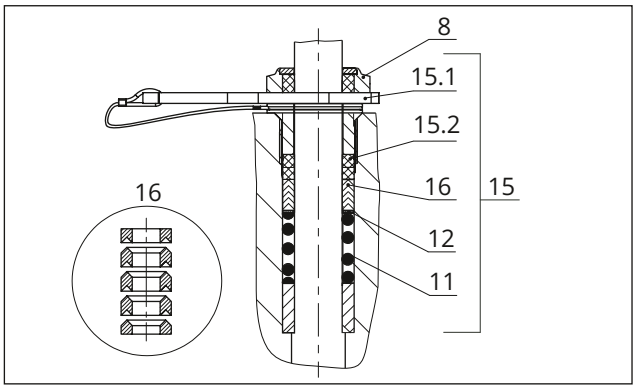

Bild 31: *ADSEAL-Packung*
4. Rote Distanzscheibe (15.1) zwischen Gewindebuchse (8) und Haltering einfügen, vgl. Bild 31.
13. Flansch (2) auf das Gehäuse setzen.
14. Stopfbuchsteile mit einem geeigneten Werkzeug vorsichtig über die Kegelstange in den Packungsraum einschieben. Korrekte Anordnung beachten, vgl. Bild 30 und Bild 31.
15. Kegel (5) fest in den Sitz (4) drücken. Dabei Flansch (2) mit Gehäusemuttern (14) befestigen. Gehäusemuttern schrittweise über Kreuz anziehen. Anzugsmomente beachten.
16. Gewindebuchse (8) einschrauben und festziehen. Anzugsmomente beachten.
17. Kontermutter (10) und Kupplungsmutter (9) lose auf Kegelstange schrauben.